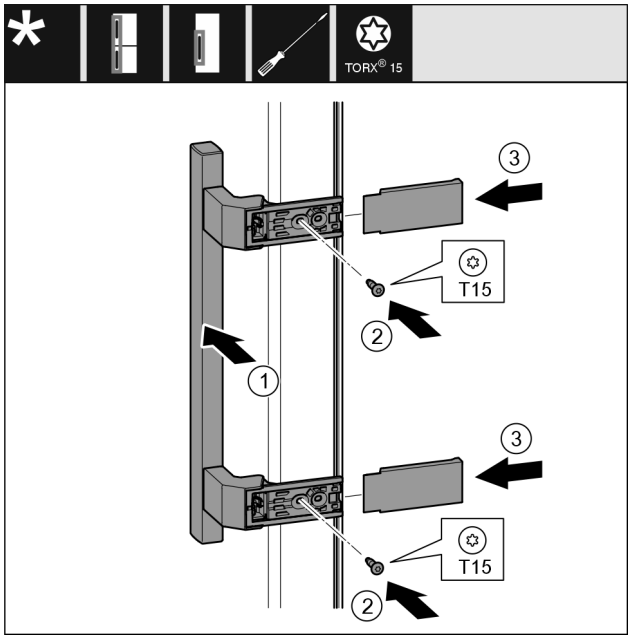

Fig. 22
▶ Coloque el tirador *Fig. 22 (1)* en el lado opuesto.
▶ Apriete los tornillos *Fig. 22 (2)* con el destornillador.
▶ Coloque las cubiertas *Fig. 22 (3)* lateralmente y empújelas.